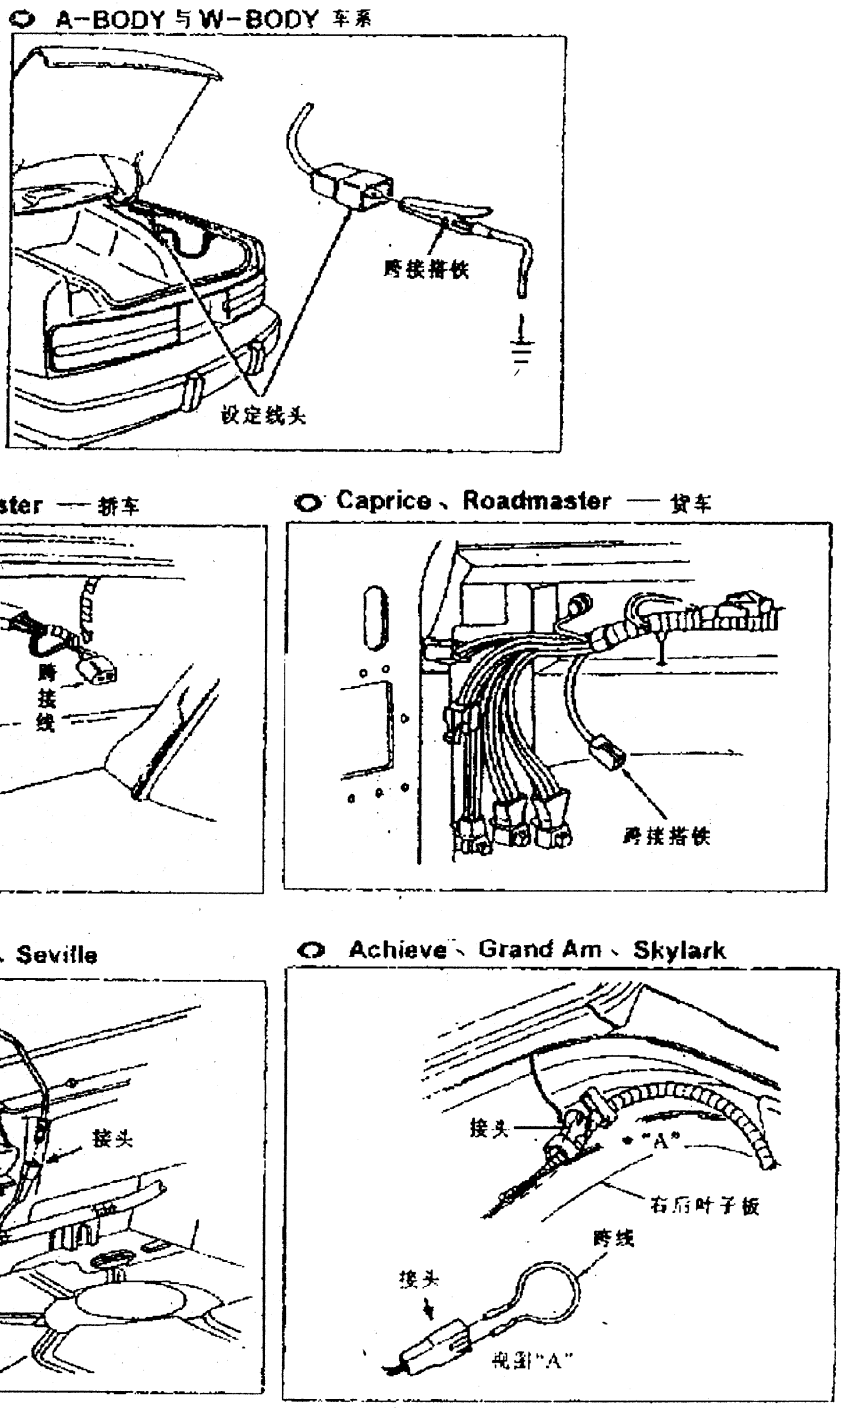

图 10－2　线头位置图
(2)如图 10 – 3 将诊断座中 A、G 脚跨接；
系统。该车型的自诊断是利用车上的空调面板来进行的，空调面板如图 10－4 所示。